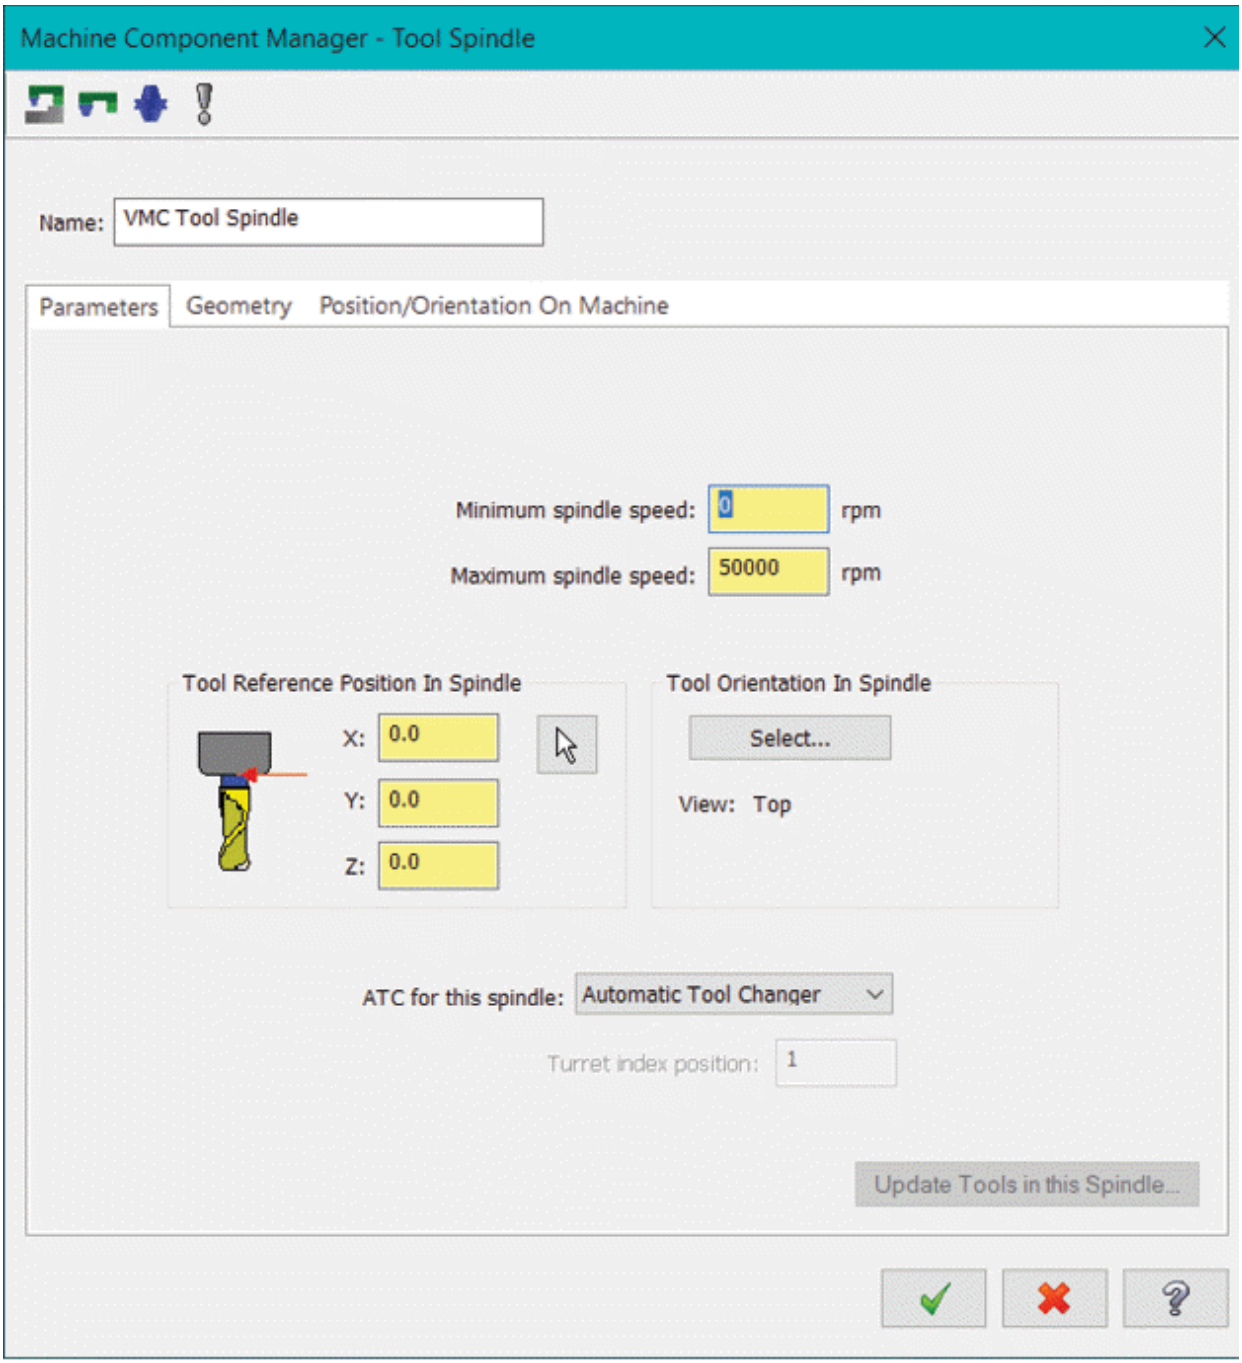

Figure-19. Machine Component Manager-Tool Spindle dialog box
- Double-click on **Tool Spindle** from the **Machine** area of the **Machine Definition Manager** dialog box. The **Machine Component Manager - Tool Spindle** dialog box will be displayed; refer to Figure-19.